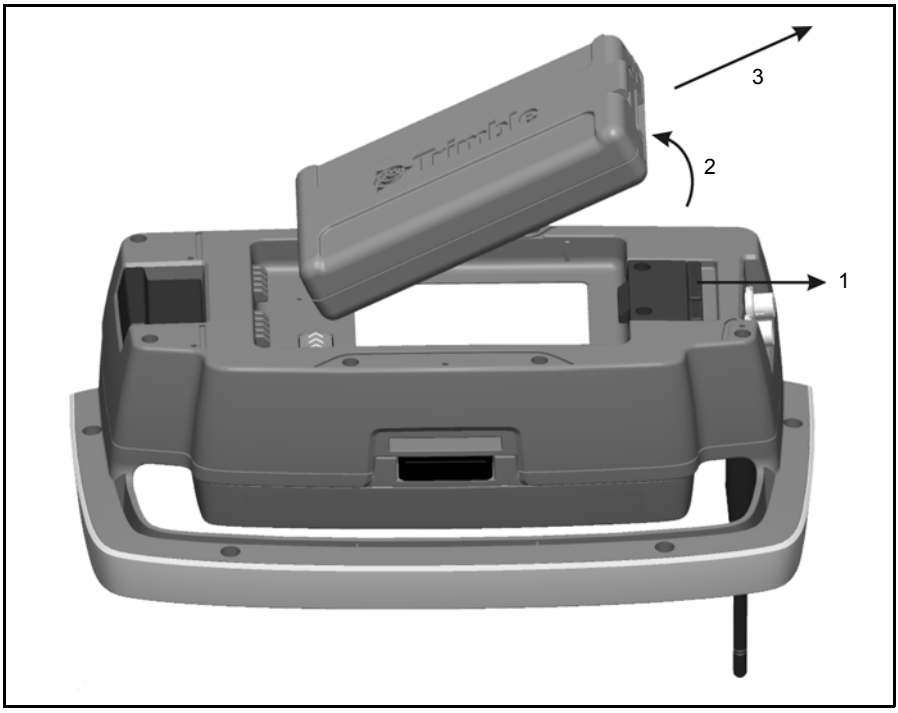

Рис. 7.72. Извлечение батареи из держателя Trimble Robotic
1. Потяните механизм фиксатора батареи на себя (1).
2. Поднимите эту сторону батареи (2).
3. Извлеките батарею из держателя (3). См. рис. 7.72.